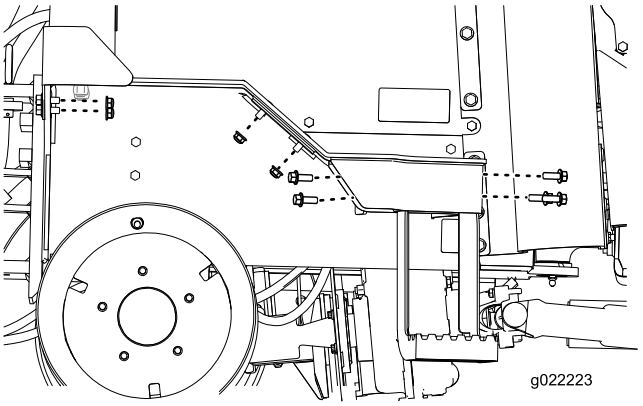

Figure 13
3. Retirez l'extension de marche de la machine (Figure 13).